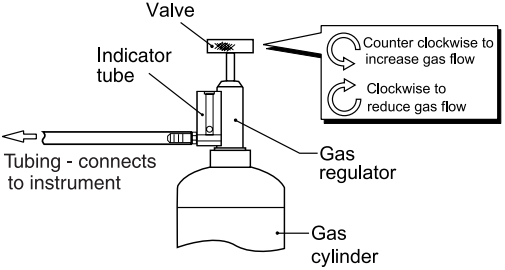

Figure B-5 Connecting Gas
3) Remove the cap from calibration gas cylinder. Make sure that the regulator valve is in the fully closed position (Off) then connect the gas regulator to the gas cylinder (push down gently and tighten clockwise, hand tight). See Figure B-5 for details.